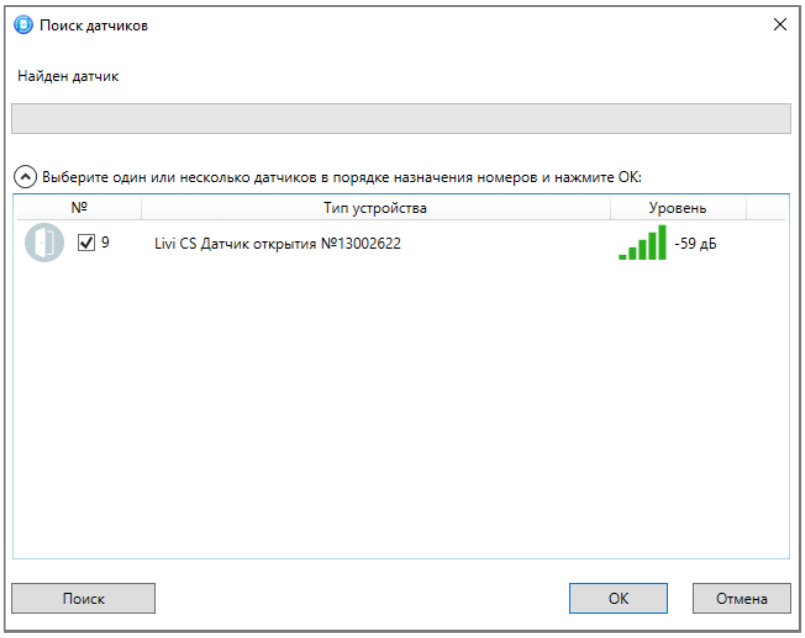

Рисунок 4.44 — Поиск радиоустройства
4. В следующем окне (см. рисунок 4.44) будет отображен список устройств, доступных для связывания в радиусе действия радиоканала. Если подключаемого устройства нет в списке, то его следует повторно перевести в режим связывания (любое устройство серии Livi находится в режиме связывания 60 секунд).